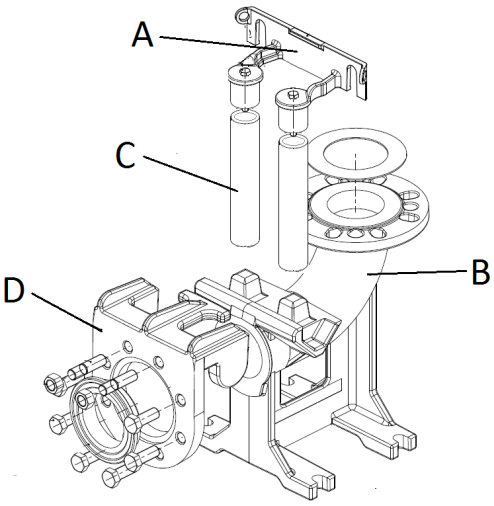

Fig. 5
- Fijar la abrazadera (soporte) de fijación de los tubos (fig. 5 - posición A) guía en el borde del depósito.
- Posicionar en el fondo del pozo el pie de apoyo para el acoplamiento automático (fig. 5 – pos. B) y controlar, mediante el uso del plomo, que las salientes cónicas usadas para la inserción de los tubos guía se encuentren en una posición totalmente perpendicular con respecto a las correspondientes salientes del soporte de fijación del borde del depósito. Verificar también el nivel plano mediante el empleo de un nivel de burbuja.
- Marcar la posición de los ojales presentes en el pie de soporte, luego medir la longitud exacta de los tubos de guía (fig. 5 - pos. C).
- Instalar la brida especial (fig. 5 - pos. D) corrediza-guía en la boca de impulsión de la bomba y enganchar la cuerda o cadena en la manija u ojal colocados en la parte superior del cuerpo.